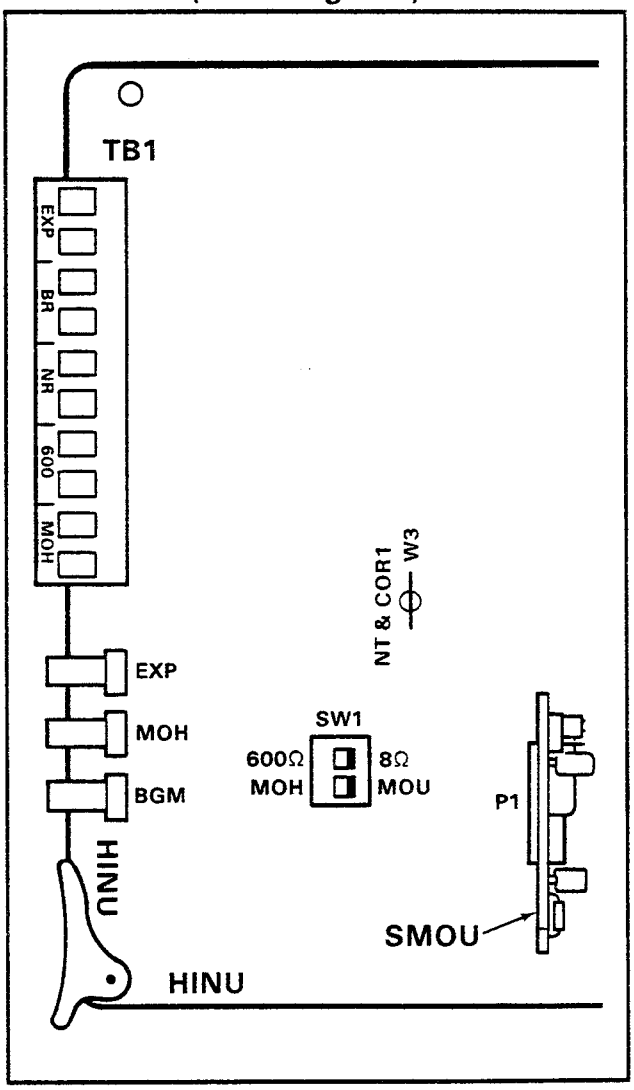

FIGURE 36 — HINU PCB
10.01 All connections to miscellaneous equipment, except Amplified Conference (see Paragraph **10.90**), are made via the terminal strip mounted on the HINU PCB (TB1 as shown in Figure 36).
10.11 Music-on- Hold requires either the SMOU PCB, which generates electronic melodies, or a customer-provided external music source, such as an FM radio. If the SMOU is used, it must be mounted on the HINU PCB at **P1** connector and the **SW1** switch on the HINU must be set to "MOU" (as shown in Figure 36).
10.32 The 8-ohm output impedance must be selected with the **SW1** switch on the HINU (Figure 36). The switch must be on the side labeled 8 Ω whenever the EXP terminal is used.
10.42 The 600-ohm output impedance must be selected with the **SW1** switch on the HINU (Figure 36). The switch must be on the side labeled 600 Ω whenever the 600 terminal is used.
10.71 Refer to Figure 36 and adjust the volume for MOH, BGM and External Page in the sequence outlined in Paragraph **10.72**.
10.82 To provide this service, connect the external device to the **NR** contacts on the HINU (refer to Figure 36).
10.83 The **W3** (refer to Figure 36) strap option on the HINU allows the NR relay to function in one of two modes: